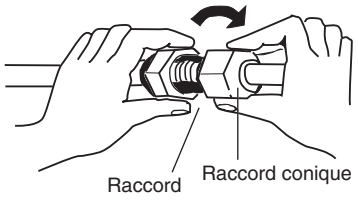

Fig. 5-5
(3) Pour une bonne connexion, aligner le tube raccord et le tube d'évasement droit entre eux, puis visser d'abord légèrement le raccord conique pour obtenir une bonne correspondance. (Fig. 5-5)